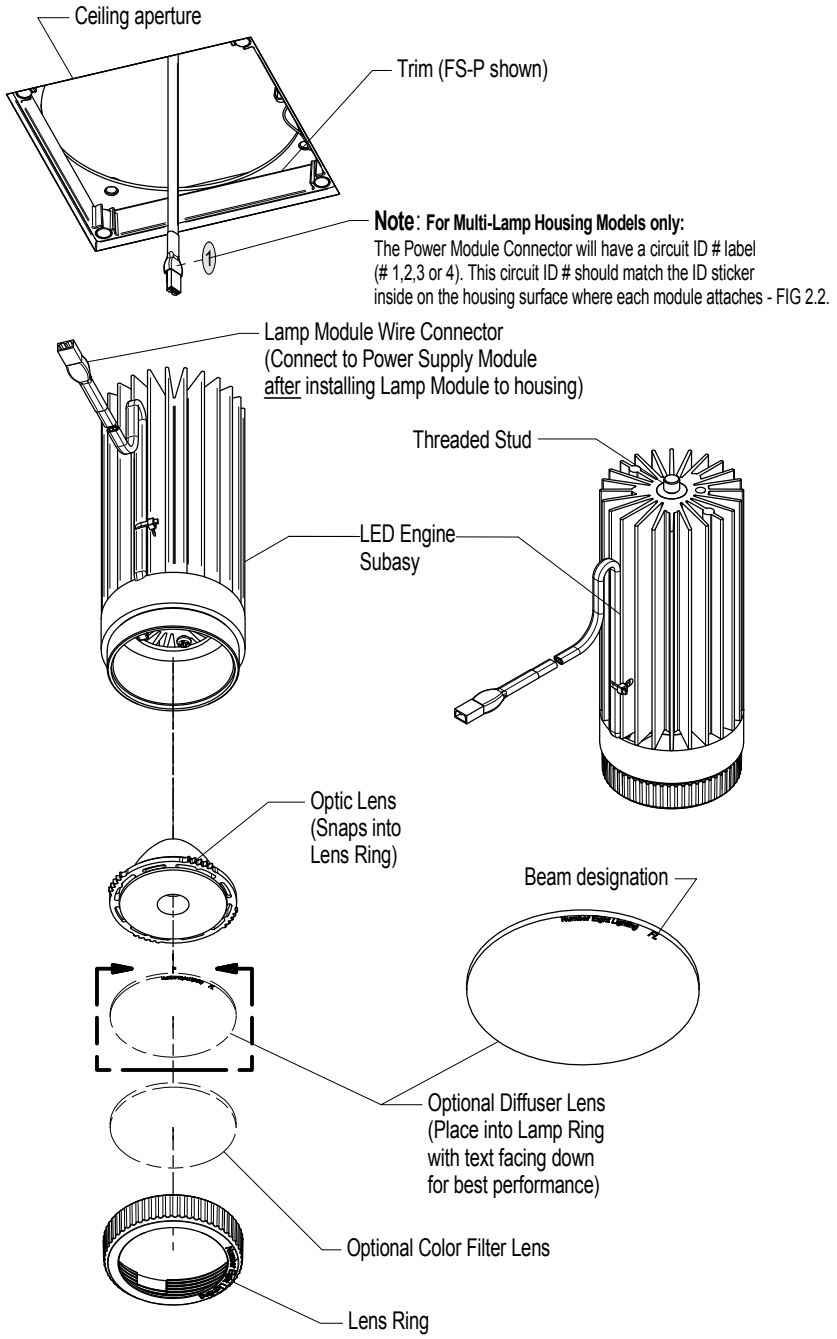

FIG 2.1 Installing Lamp Module K2 & Accessories
Step 2 Pull Power Module Connector through opening & insert Lamp Module into housing as shown. Secure threaded stud to Housing Center Nut & hand tighten - Fig 2.1 & 2.2.
Optional Accessories: Unscrew Lamp Ring to add/remove accessories- Fig 2.1.